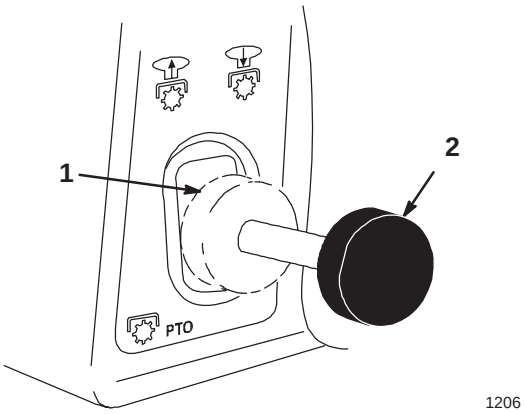

Figure 18
2. Pull the power take off (PTO) to "ON" (Fig. 18).
2. Push the power take off (PTO) to "OFF" (Fig.18).